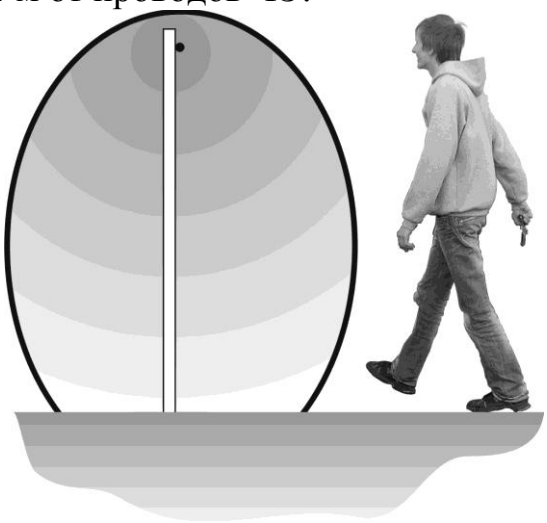

Рис. 11.1
11.3.2 Оператору у БПУ выбрать режим обучения, руководствуясь пояснениями п. 11.5 и включить выбранный режим. Для этого нажать (см. рис. 11.1) и удерживать соответствующую кнопку «Упр…» до 1-го (ДООБУЧЕНИЕ) или 2-го (ПЕРЕОБУЧЕНИЕ) включения индикатора и отпустить кнопку, дождаться, когда соответствующий выбранному флангу индикатор перестанет светиться и подать команду первому оператору на движение в направлении проводов ЧЭ.
11.3.4 Первому оператору на рубеже медленно (0,3…0,5 м/сек) подходить к осевой линии рубежа в положении «стоя» (см. рис. 11.1), при «надежном» включении индикатора без «перемаргиваний» второму оператору у БПУ подать команду первому оператору ОС-
11.4.4 Оператору у ЧЭ произвести пересечение рубежа в положении «стоя» с максимально возможной скоростью (рис. 11.1). При достижении осевой линии ЗО оператору у БПУ кратковременно нажать кнопку и, по истечении 1 сек, отпустить ее. Четырехкратное равномерное прерывистое свечение индикатора после отпускания кнопки означает, что порог принят, а при отсутствии указанного равномерного свечения после отпуска-